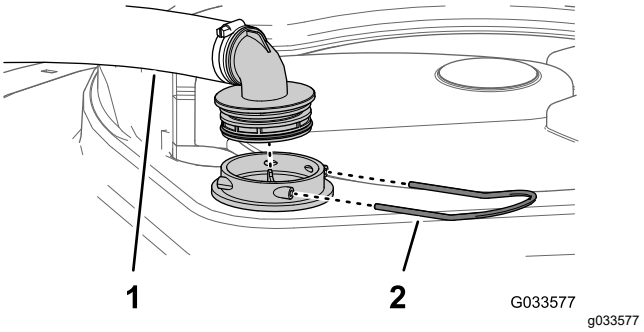

Figuur 58
2. Verwijder bovenaan de spuittank de borgclip waarmee de slangfitting bevestigd is aan de grote slang van de behuizing van de zuigkorf (Figuur 58).
3. Verwijder de slang en de slangfitting van de behuizing van de zuigkorf (Figuur 58).